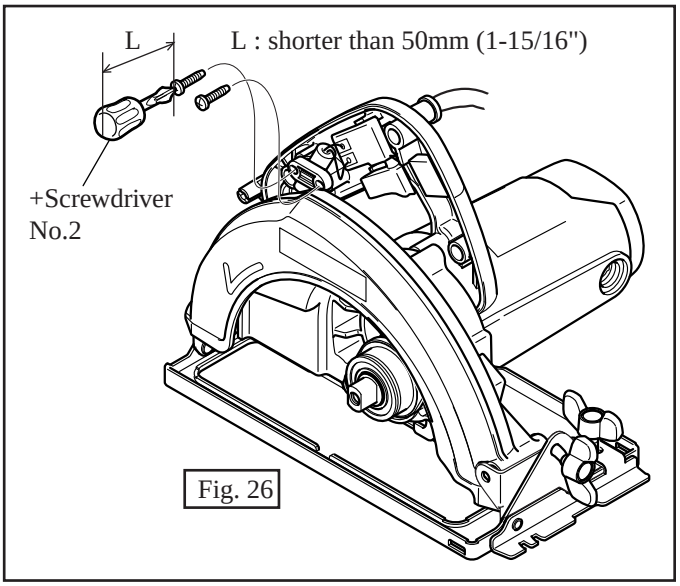

Fig. 26
(2) For removing strain relief, unscrew 2 pcs. of tapping screw 4x18 with +screwdriver No.2 of which length is shorter than 50mm (1-15/16"). See Fig. 26.